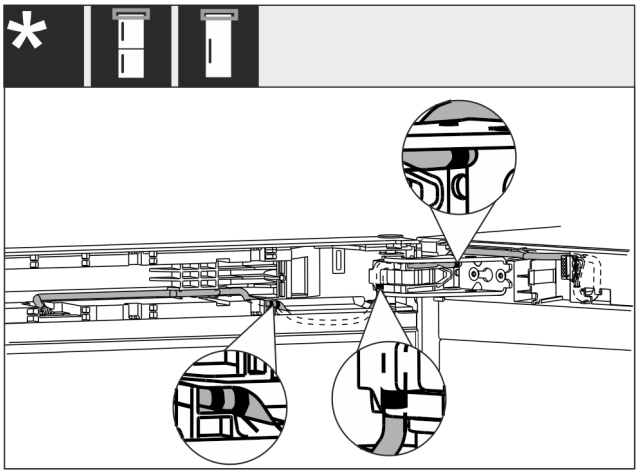

Fig. 39
- ▷ De kabel moet worden gelegd zoals in de afbeelding *Fig. 39 (*)weergegeven.